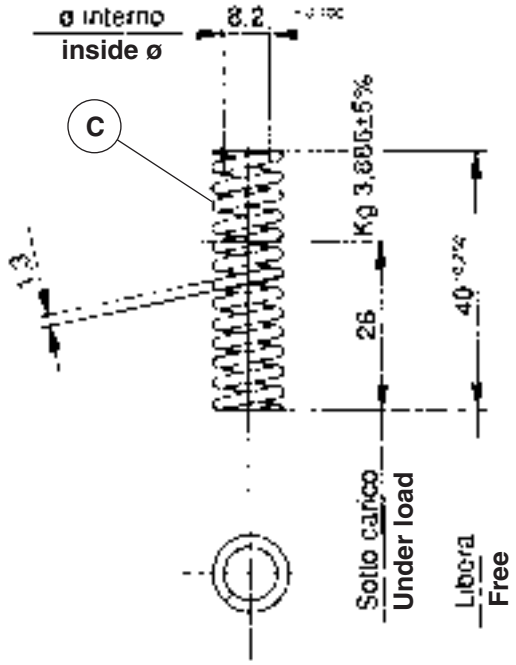

Fig. 07-04
- controllare che la molla “C” (fig. 07-04) compressa a 26 mm dia un carico di Kg 3,866 ± 5%.
- check that spring “C” (fig. 07-04) generates a load of 3.866 kg ± 5% when compressed to 26 mm.